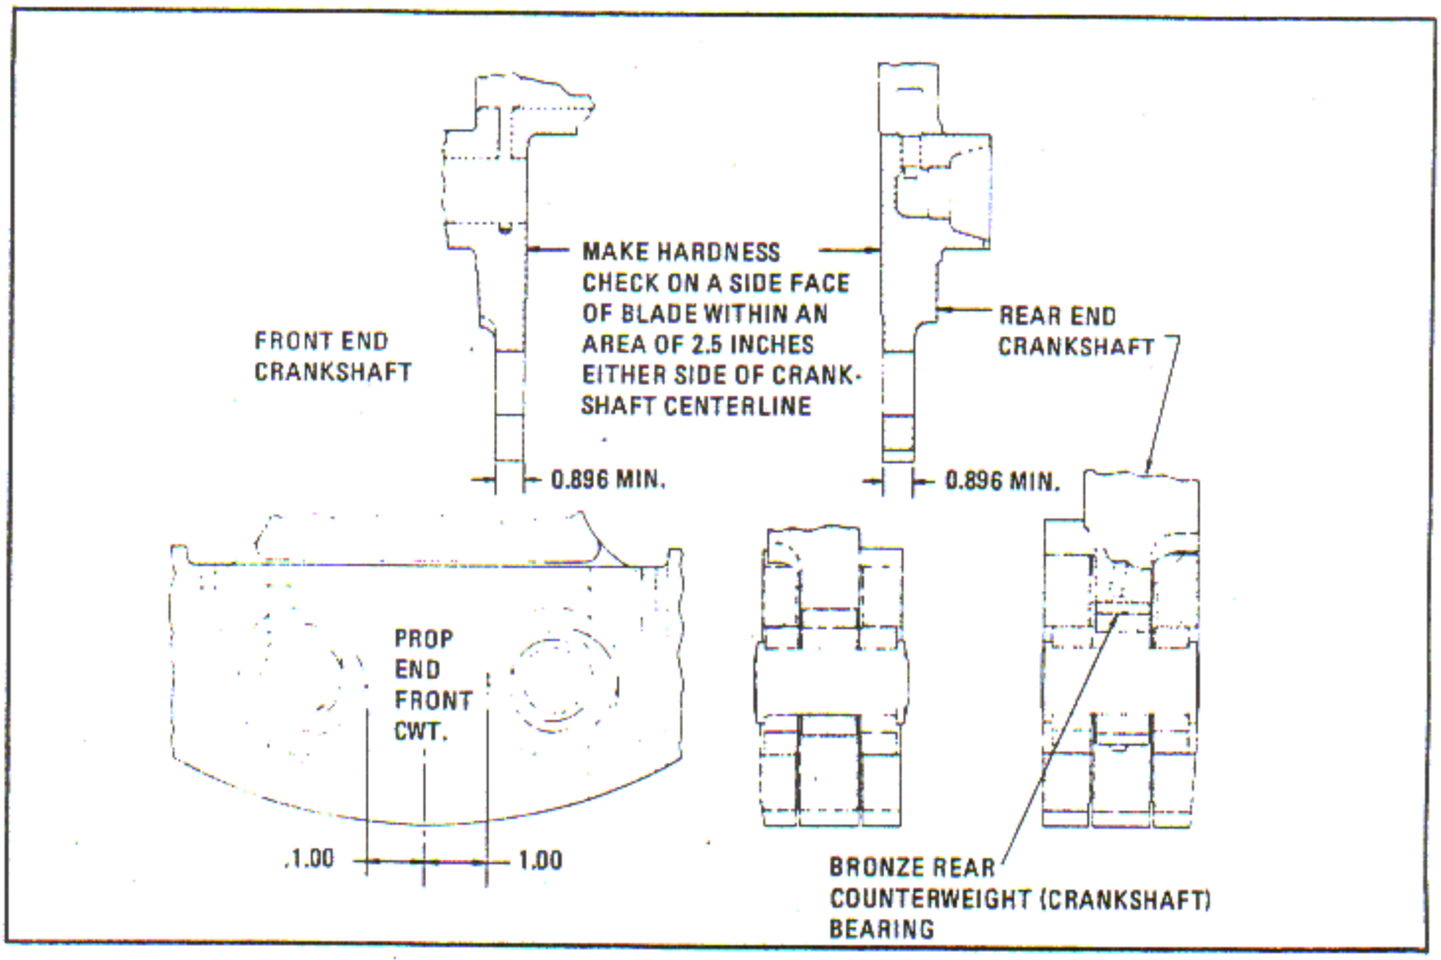

Figure 6-264. Crankshaft Identification and Hardness Check
a. Disassemble the crankshaft and determine if the crankshaft front or rear has been previously nitrided by performing a hardness check. A hardness reading of Rockwell Superficial 15N74-79 on the blade area, as shown, indicates that the part is soft and requires nitriding. A case hardness of Rockwell Superficial 15N86 or higher indicates the part has been nitrided. See figure 6-264.